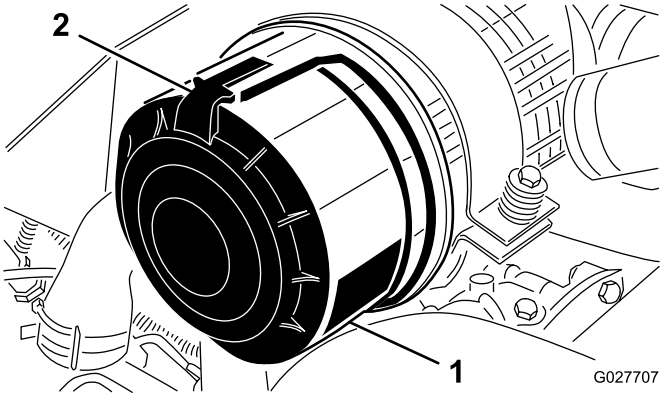

Figur 62
1. Lossa spärrhakarna som håller fast luftrenarkåpan på luftrenarhuset (Figur 62).